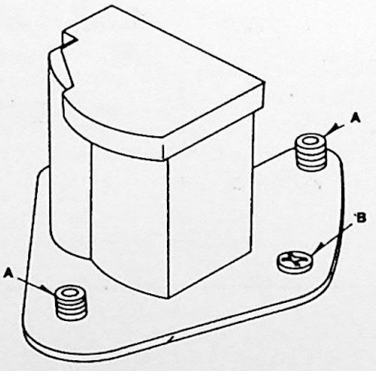

Figure 37. Audio and Control Head
3. Adjust **azimuth screw "B"** for maximum output. (Figure 37).
6. Alternately adjust **height screws "A"** for maximum output. (Figure 37).